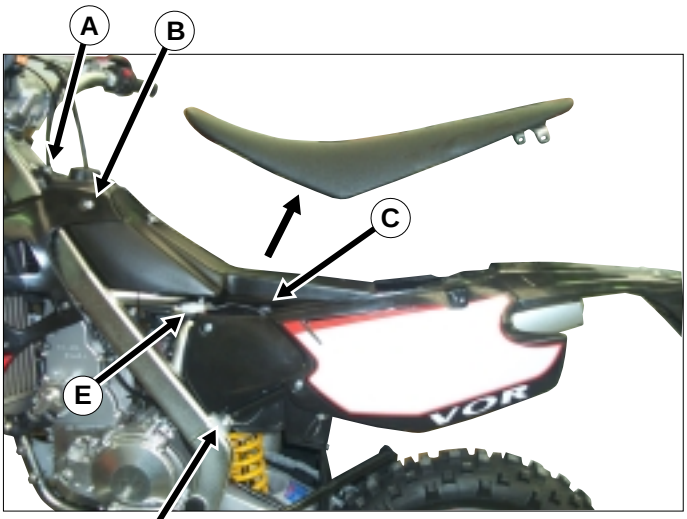

Fig. 35
- Togliere la vite di fissaggio serbatoio-telaio A e serbatoio-fianchetti laterali anteriori B (Fig.35).
- Sconnettere il cablaggio elettrico E (Fig.35).
- Remove the tank-frame fixing screw A and the tank-front side panel screw B (Fig. 35).
- Disconnect wiring E (Fig. 35).
- Die Befestigungsschraube Tank-Rahmen A und Tank-Seitenteile vorn B abschrauben (Abb. 35).
- Die Elektroverkabelung E abtrennen (Abb. 35).
- Oter la vis de fixation réservoir-châssis A et réservoir-flancs latéraux avant B (Fig.35).
- Débrancher le câblage électrique E (Fig.35).